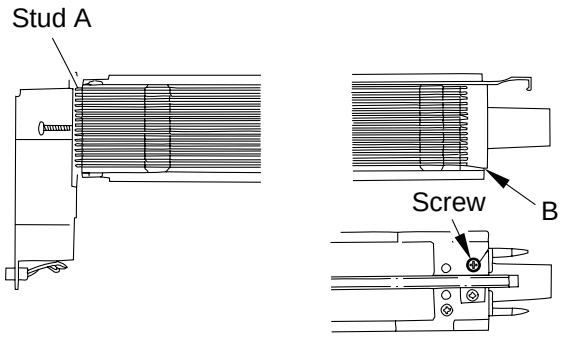

Figure 11-219
6) Hook the loop on the stud A shown in Figure 11-219.